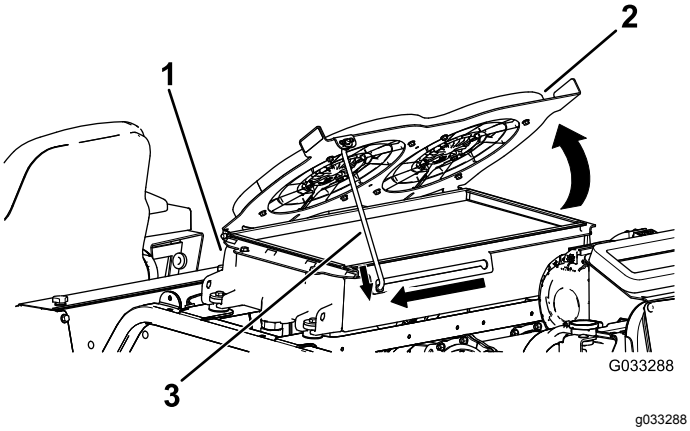

Figur 122
2. Sving de hydrauliske kjøleviftene oppover og lås støttestangen i hakket (Figur 122).